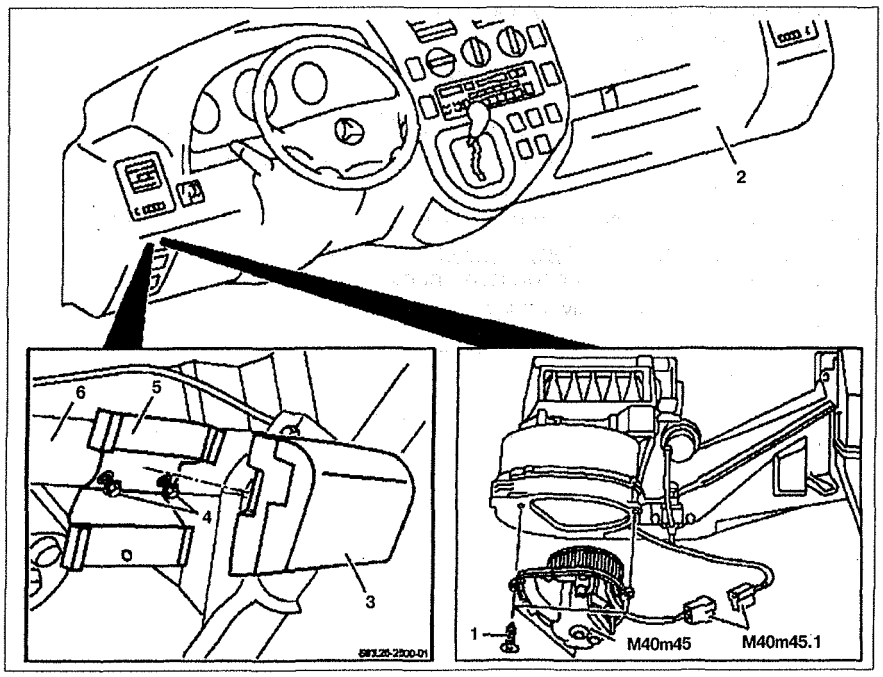

Рис. 10.2. Привод вентилятора отопителя:
3. Открутите болты **4** крепления кронштейна **5** к кронштейну панели приборов **6** (см.рис.10.2).